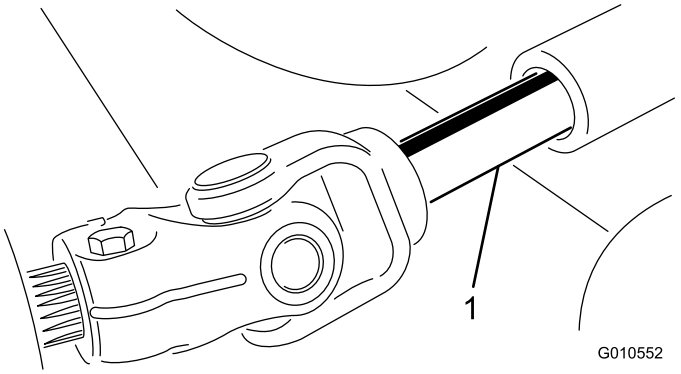

**Figuur 20**
5. Rol het maaidek bij de tractie-eenheid vandaan en ontkoppel het mannelijke en vrouwelijke gedeelte van de aftakas (Figuur 20).
3. Schuif de mannelijke aftakas in de vrouwelijke aftakas (Figuur 20).